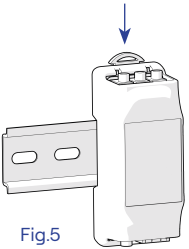

Fig.5
4. A CT box (códigos: PM02M, PM02T, PM02T100) pode ser fixada em guia DIN, travada puxando e soltando o gancho apropriado (Fig. 5). A CT box compacta (códigos: PM03M, PM03T30, PM03T100) pode ser simplesmente colocada livremente dentro do quadro elétrico.